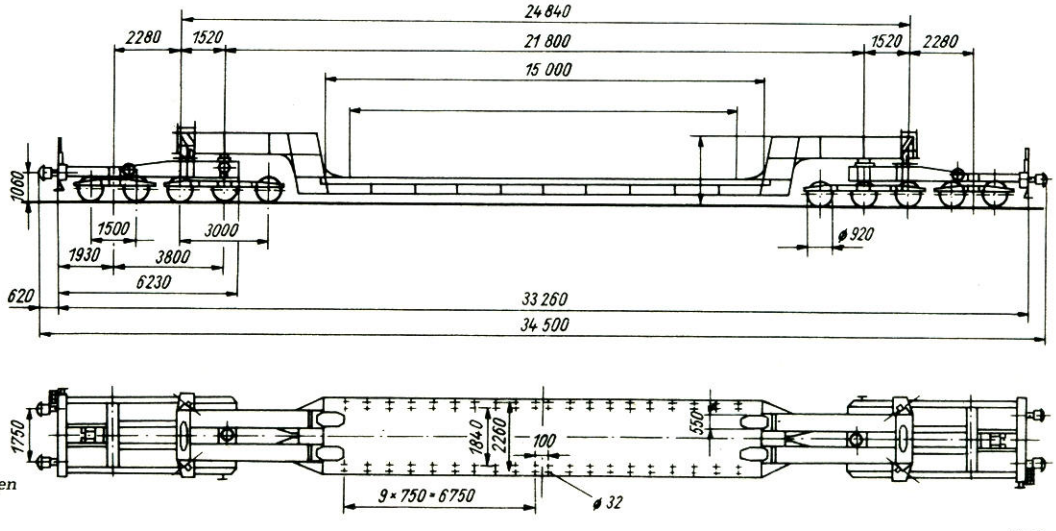

Bild 2 Maßskizze des 12achsigen Schwerlastwagens
1.3. Technische Daten (Bild 2)